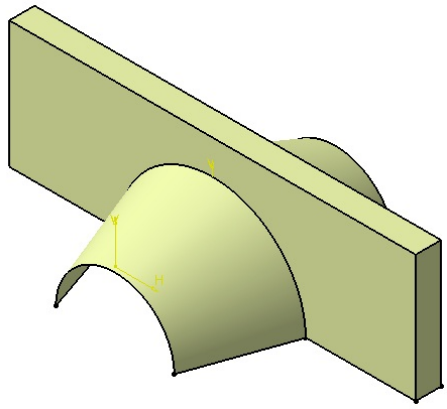

Figure 18-110 *Fill surface created*
d. Create a cut feature on the lofted surface and trim it with base surface , refer to Figure 18-110.
4. Choose the **Join** tool to merge the fill surface with the base surface. The resultant surface is displayed in Figure 18-110.